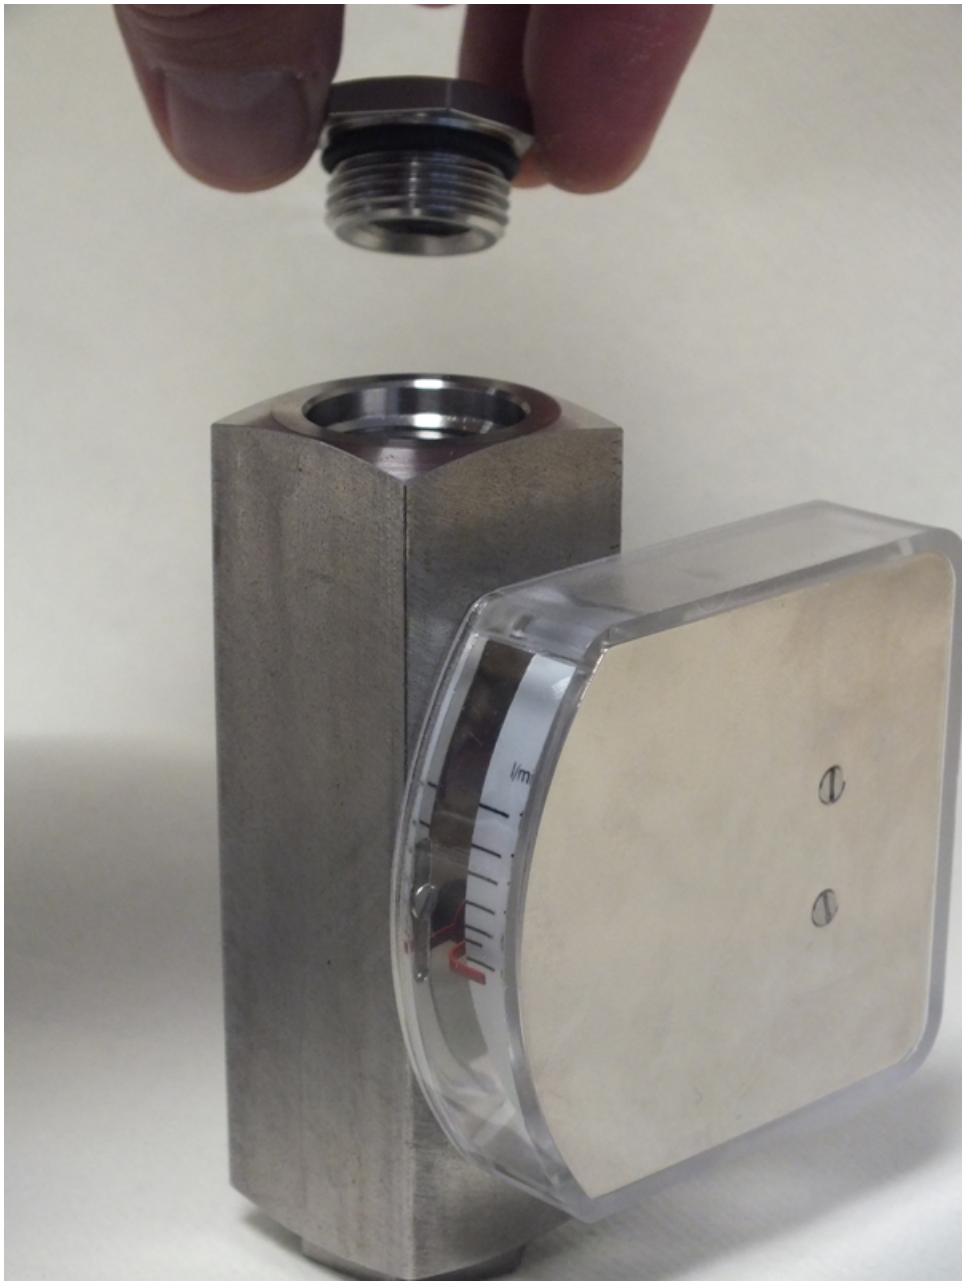

Fig. 43: Remove the process connection (outlet)
7. Unscrew the process connection (outlet) from the device body (*Fig. 43*). If necessary, remove the O-ring from the process connection.